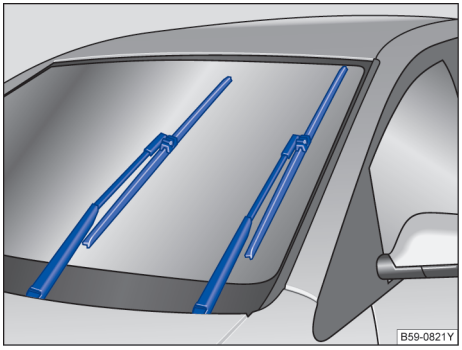

图 211 处于保养位置的刮水片
– 将风窗玻璃刮水器拨杆向下拨至点动刮水位置。使刮水器处于保养位置→ 图 211。